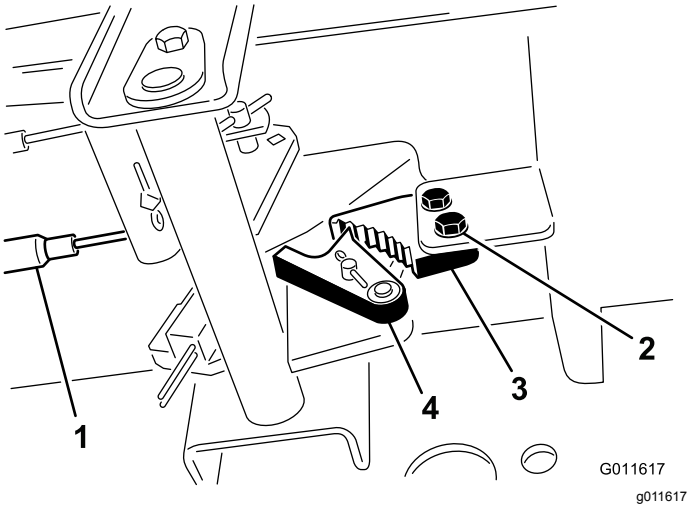

Figur 62
1. Løsn de to skruer, der fastholder parkeringsbremsepedalen på stellet (Figur 62).
2. Tryk parkeringsbremsepedalen frem, indtil parkeringsbremselåsen kobler helt ind på bremsepedalen (Figur 62).